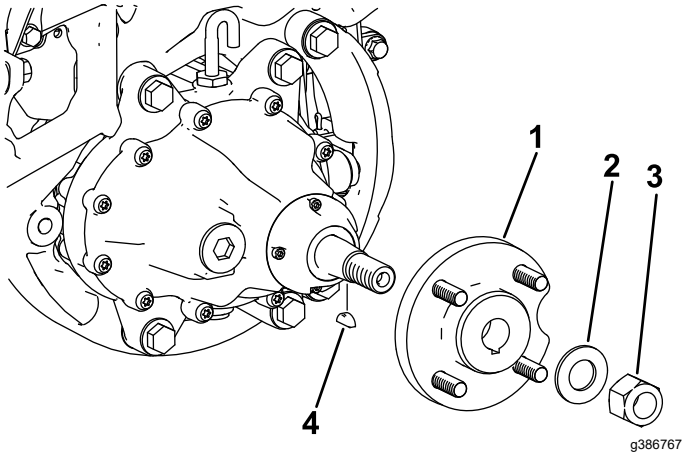

Figura 8
1. Instale o cubo da roda previamente removido com a porca de bloqueio e a anilha correspondentes (Figura 8).
3. Instale a chaveta semirredonda (Figura 8).